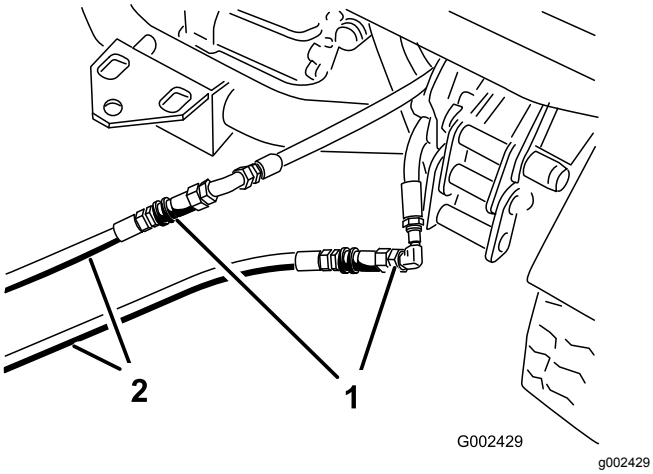

**Figur 74**
3. På den maskine, der ikke fungerer: Forbind de to startslanger med slangerne, der blev frakoblet (Figur 74).